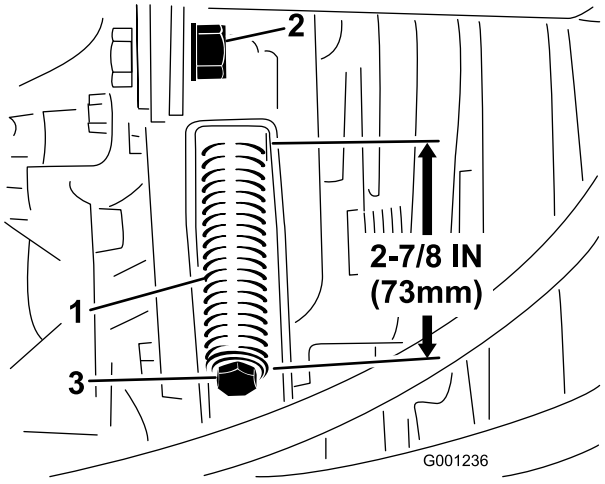

Figuur 64
3. Draai de contramoer van de spanstang los (Figuur 64).
4. Gebruik een 1/2 inch sleutel om de spanveer van de riem strakker of losser te zetten (Figuur 64). Stel de veer in totdat deze een lengte van 73 mm heeft.
4. Zet de spanveer van de riem (Figuur 64) met behulp van een 1/2 inch sleutel helemaal los.
6. Plaats de nieuwe aftakasriem en stel de poelieveer weer in op een lengte van 73 mm (Figuur 64).
7. Draai de contramoer vast (Figuur 64) en sluit de motorkap.